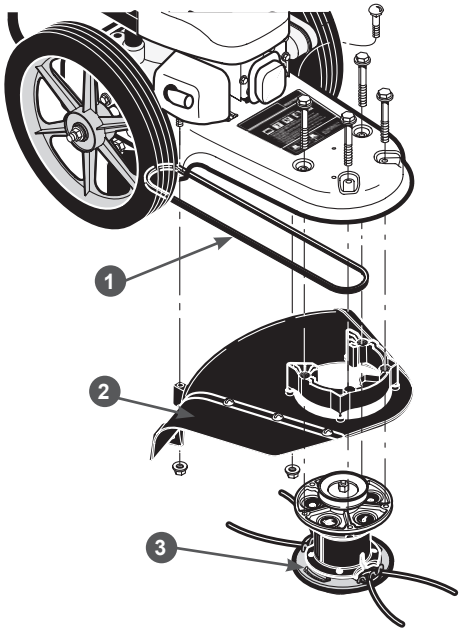

Рис. 20 Снятие защитного кожуха и корпуса триммерной головки
3. Открутите две гайки крепления задней части защитного кожуха к корпусу газонокосилки (Рис. 20).
4. Открутите четыре гайки и четыре болта крепления триммерной головки и защитного кожуха к корпусу триммерной головки (Рис. 20).